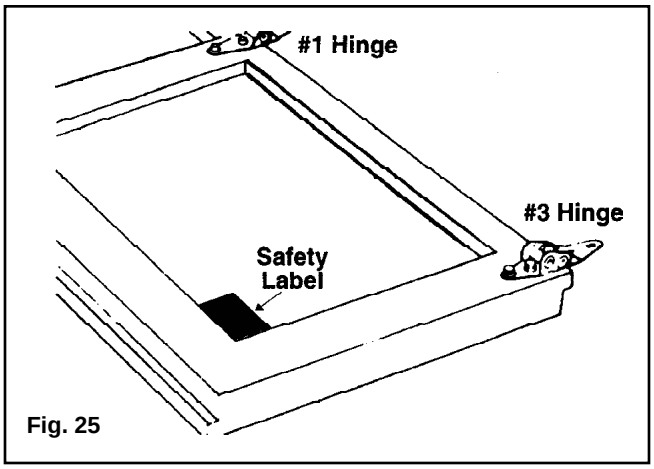

Fig. 25
**Step 10:** Place the third section on saw horses. Attach number 3 hinges to the ends at the top edge and number 1 hinges to all other holes along the top edge. (FIG. 25)